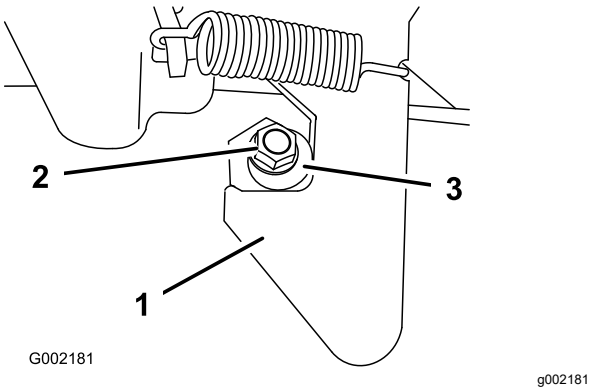

Figur 68
1. Løsn låsemøtrikken i enden af låsestiften (Figur 68).
2. Drej låsestiften med uret, indtil den ligger tæt op ad låsens krogdel (Figur 68).